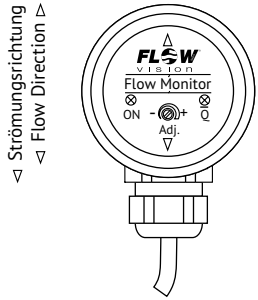
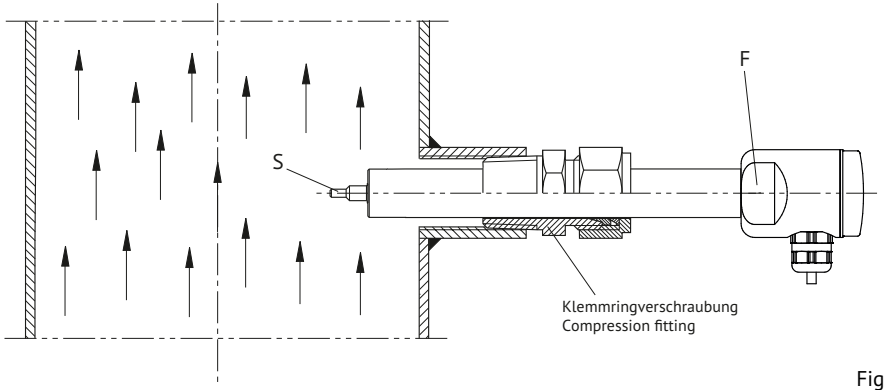

Fig. 4
Fig. 5
Die beiden Messfühler (S) müssen im eingebauten Zustand nebeneinander im Medium liegen. Dies ist der Fall, wenn die Schlüsselansatzflächen (F) parallel zur Rohrleitung stehen (siehe Fig. 3) und die Markierung auf der Frontplatte mit der Strömungsrichtung übereinstimmt (siehe Fig. 4).
The two sensors (S) on the flow monitor must be aligned side by side directly across the direction of flow. The sensors are correctly positioned when the wrench flats (F) are aligned parallel with the pipe (see fig. 3) and the marking on the front matches the flow direction (see fig. 4).
Die beiden Messfühler (S) müssen im eingebauten Zustand nebeneinander in der Strömung liegen. Dies ist der Fall, wenn die Schlüsselansatzflächen (F) parallel zur Rohrleitung stehen (siehe Fig. 5) und die Markierung auf der Frontplatte mit der Strömungsrichtung übereinstimmt (siehe Fig. 4).
Die beiden Messfühler (S) müssen im eingebauten Zustand in der Strömung liegen (siehe Fig. 5).
The two sensors (S) on the flow monitor must be aligned side by side directly across the direction of flow. The sensors are correctly positioned when the wrench flats (F) are aligned parallel with the pipe (see fig. 5) and the marking on the front matches the flow direction (see fig. 4).
When installed, both sensors (S) must be positioned in the flow (see Fig. 5).